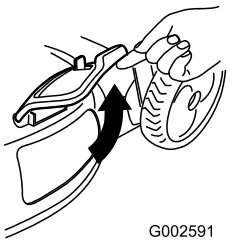

Figura 20
2. Alzate lo sportello di scarico laterale per aprirlo (Figura 20).